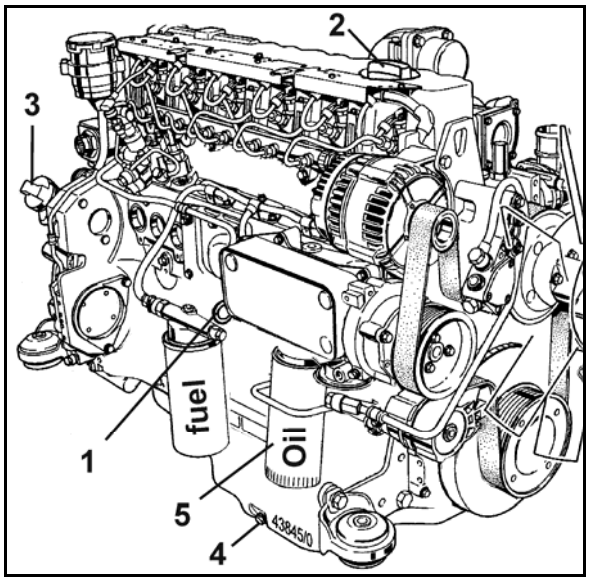

Rys. 142
2. Wyjąć miarkę oleju (Rys. 142/1) i oczyścić ją czystą szmatką.
4. W razie konieczności poziom oleju należy zwiększyć poprzez dolanie wymaganego oleju przez wlew (Rys. 142/2,3).
5. Wykręcić korek spustowy oleju (Rys. 142/4).